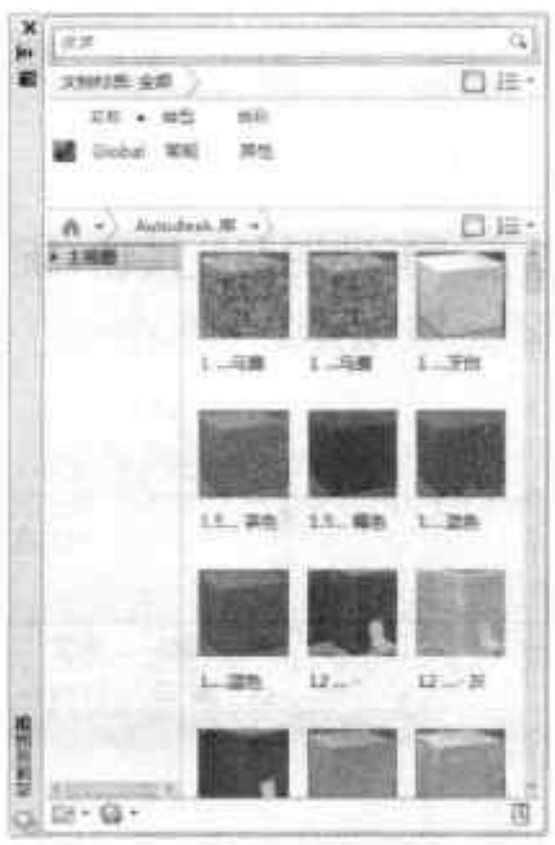

图21-38 “材质浏览器”选项板
Step 01 打开“材质浏览器”选项板，如图 21-38 所示。